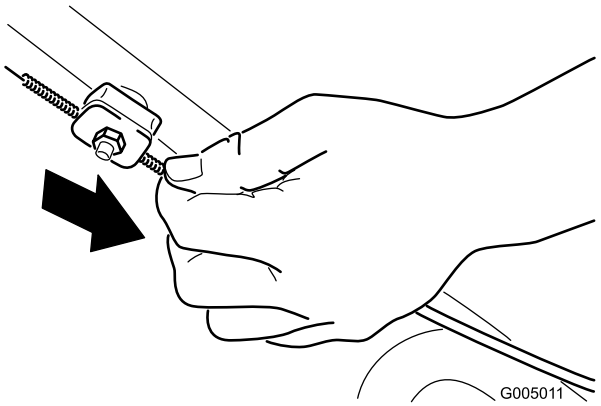

Figur 24
2. Træk kabelkappen ned (mod maskinen), indtil der ikke er noget slæk i kablet (Figur 24).